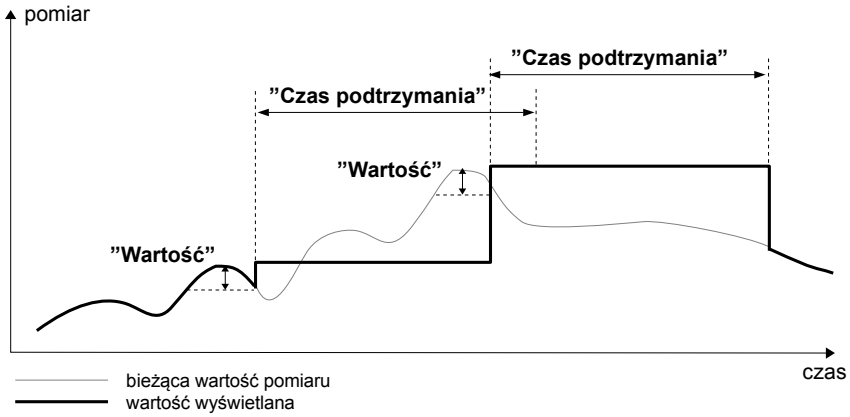

Rys. 7.53. Sposób detekcji wartości szczytowych
- **detekcja szczytów** – funkcja pozwalająca na detekcję i wizualizację wartości szczytowych sygnału mierzonego. Wykrycie wartości szczytowej następuje w przypadku gdy wartość sygnału mierzonego wzrośnie a następnie zmaleje (lub na odwrót) o wartość co najmniej równą tej podanej przez użytkownika. Wykryta wartość szczytowa jest następnie wyświetlana przez okres czasu podany przez użytkownika. Jeżeli w trakcie wyświetlania wartości szczytowej wykryty zostanie nowy szczyt, to wartość wyświetlana zostanie uaktualniona i rozpocznie się nowy okres wyświetlania o tej samej długości. Po zakończeniu okresu wyświetlania lub w przypadku niewykrycia szczytu urządzenie wyświetla bieżącą wartość pomiaru (patrz **Rys. 7.53**). Po wybraniu tej opcji, pojawi się przycisk **Konfig.filtru**, który zawiera parametry